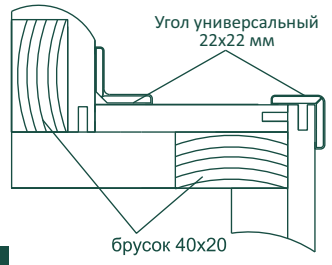

Рис. 3
4. Для монтажа в углах использовать угол универсальный 22х22 мм. Для предотвращения излома уголка и расшивочной планки рекомендуется закрепить их к стене малярным скотчем в нескольких местах. В случае необходимости, при подходе к стене и потолку, панель и расшивочную планку необходимо торцевать в требуемый размер. (**Рисунок 3**).